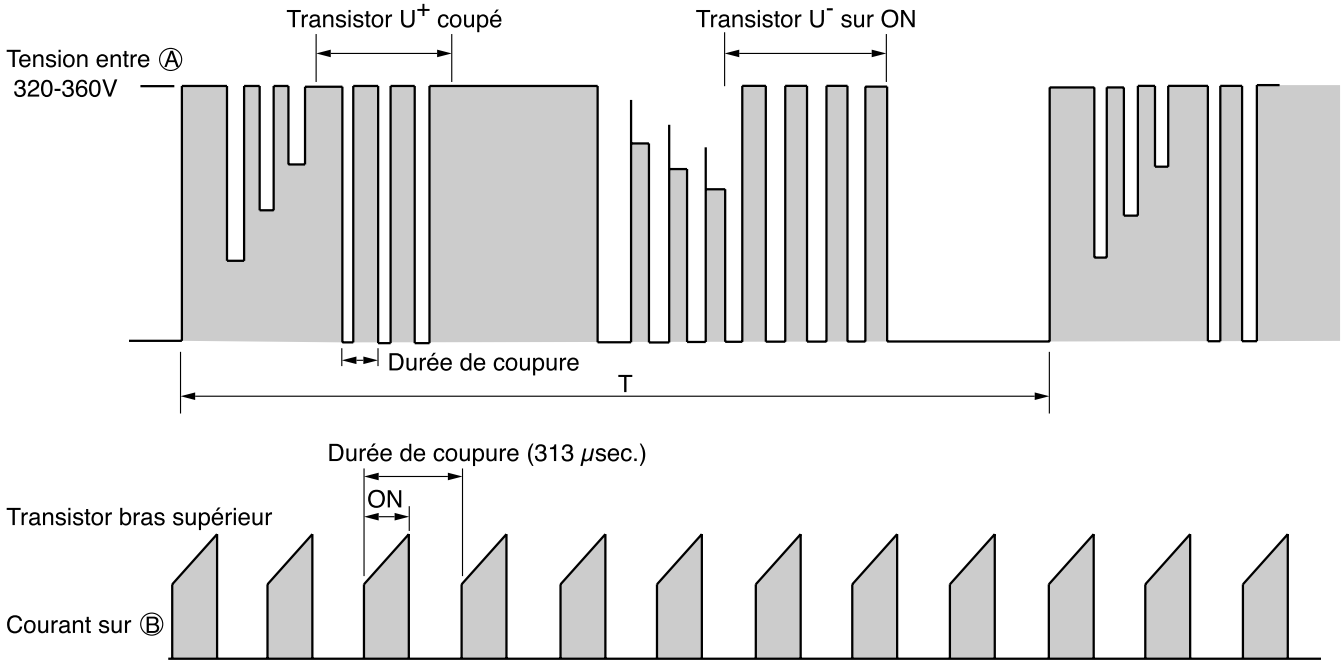

Fig. 3-3 Montre la forme d'onde de la tension à chaque point.
- La Fig. 3-3 montre la forme d'onde de la tension à chaque point montré sur les figures 3-1 et 3-4. La première moitié du bras supérieur est coupée et la deuxième est sur ON; la première moitié du bras inférieur est coupée et la deuxième est sur ON.
- Since current flows at point Ⓑ only when U^+ transistor is ON, the current waveform at point Ⓑ becomes intermittent waveform as shown in Fig. 3-3. Since current at point Ⓑ is approximately proportional to the input current of the air conditioner, input current is controlled by using DC current (Id) detection resistor.